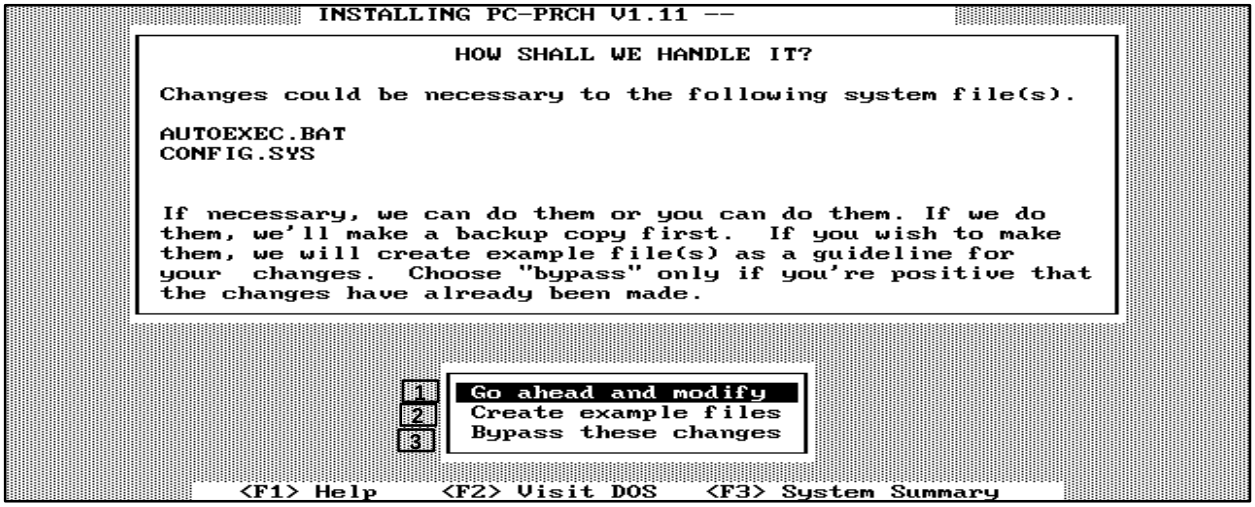

Figure 4. Install System File Screen
Step 7. To complete the installation or update, at the Installation Main Menu, select Finished. The Install System File screen (**Figure 4**) is displayed with the message *HOW SHALL WE HANDLE IT? Changes could be necessary to the following system file(s). Autoexec.Bat, Config.Sys.* Select one of the three options. Each option is explained below: